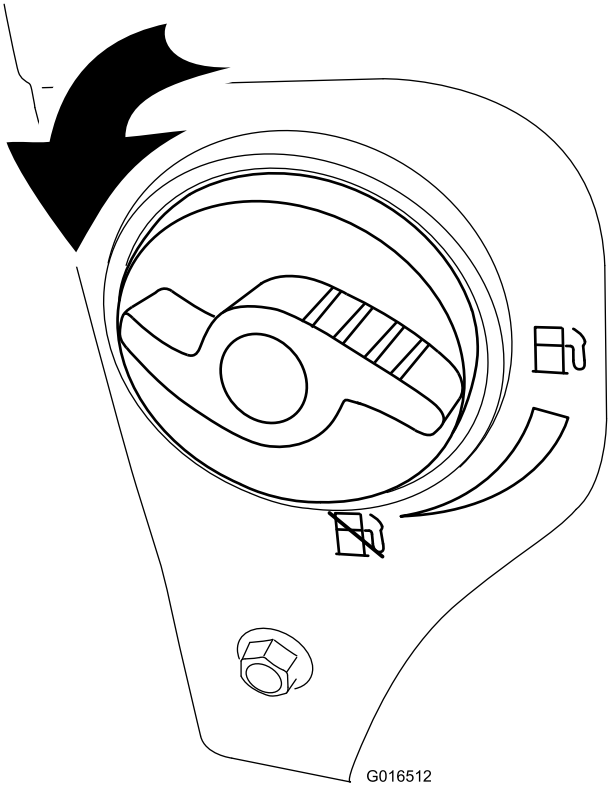

Figura 25
2. Girate la valvola d'intercettazione del carburante di 1/4 di giro in senso antiorario per aprirla (Figura 25).